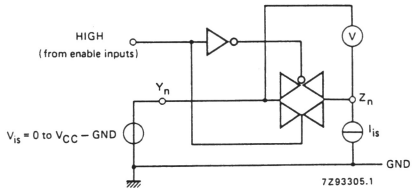

Fig. 6 Test circuit for measuring R_{ON}.
2. For test circuit measuring R_{ON} see Fig. 6.